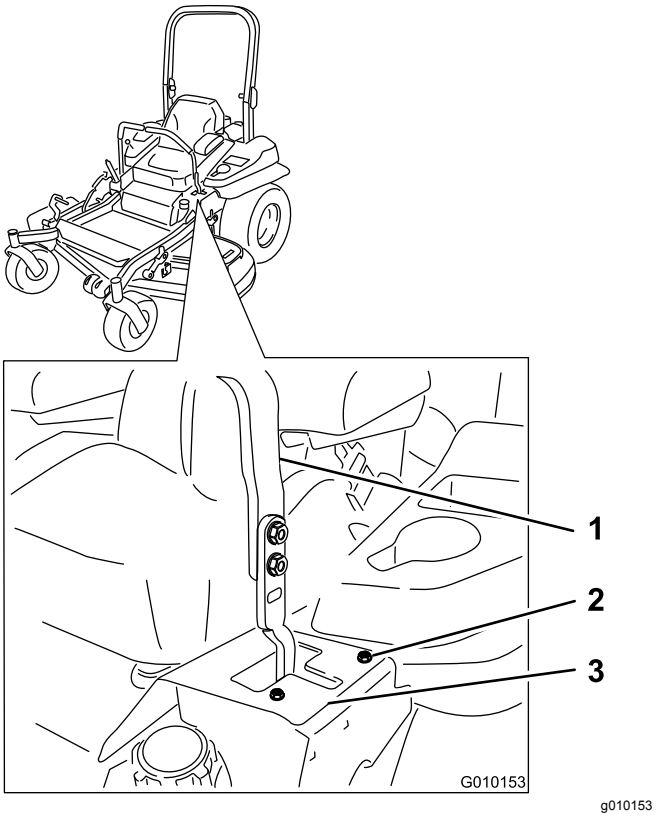

Figur 76
- Om den går åt höger lossar du på skruvarna och justerar den vänstra stopplattan bakåt i den vänstra T-skåran tills maskinen går rakt (Figur 76).
- Om den går åt vänster lossar du på skruvarna och justerar den högra stopplattan bakåt i den högra T-skåran tills maskinen går rakt (Figur 76).
6. Dra åt stopplattan (Figur 76).